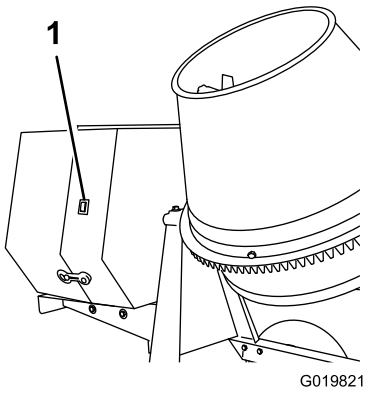

Figura 35
1. En la cubierta del motor, mueva el interruptor del motor a la posición de ENCENDIDO (Figura 35).
2. Ponga el interruptor del motor montado en la cubierta en la posición de APAGADO (Figura 35).
Importante: Si necesita parar el motor inmediatamente, utilice el interruptor del motor situado en el exterior de la cubierta del motor (Figura 35).